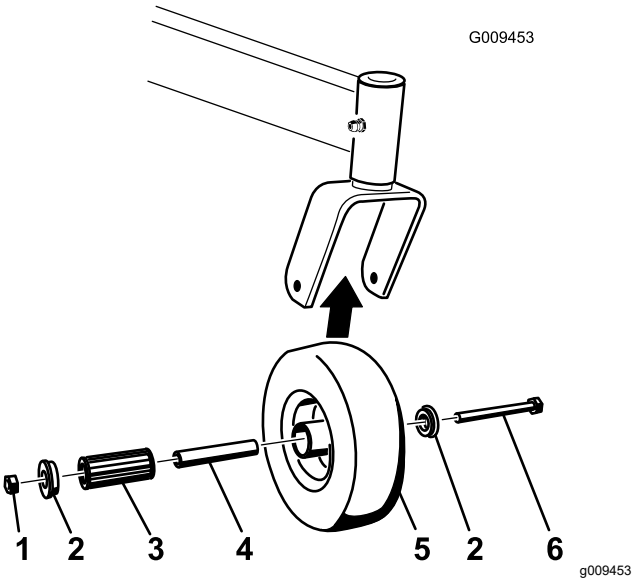

Figura 55
1. Retire la contratuerca y el perno que sujetan la rueda giratoria a la horquilla (Figura 55).
2. Retire un solo casquillo y tire del casquillo intermedio y del cojinete de rodillos para sacarlos del cubo de la rueda (Figura 55).
3. Retire el otro casquillo del cubo de la rueda y limpie la grasa y la suciedad del cubo de la rueda (Figura 55).
Nota: Repare o cambie cualquier pieza dañada o desgastada (Figura 55).
5. Coloque un casquillo en el cubo de la rueda (Figura 55).
6. Engrase el cojinete de rodillos y el casquillo intermedio y deslícelos en el cubo de la rueda (Figura 55).
7. Coloque el segundo casquillo en el cubo de la rueda (Figura 55).
8. Instale la rueda giratoria en la horquilla y fíjela con el perno y la contratuerca (Figura 55).
9. Apriete la contratuerca hasta que el casquillo intermedio se apoye contra el interior de las horquillas de las ruedas giratorias (Figura 55).